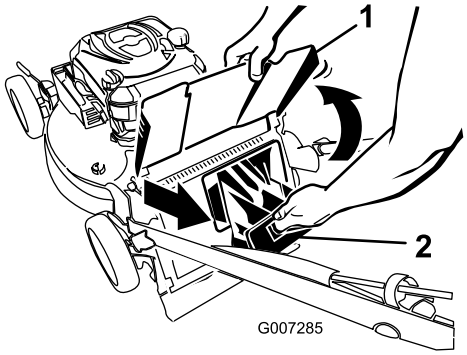

Figur 32
1. Lyft upp utkastarskärmen och håll den upplyft (Figur 32).